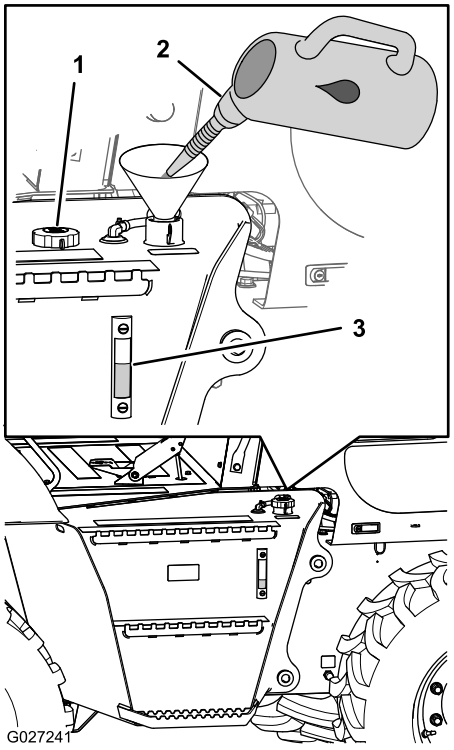

Rysunek 27
3. Sprawdź poziom płynu hydraulicznego na wzierniku znajdującym się z boku zbiornika hydraulicznego (Rysunek 27).
4. Jeśli poziom płynu hydraulicznego nie jest widoczny we wzierniku, odkręć korek wlewu (Rysunek 27), dodaj odpowiedniego płynu hydraulicznego aż do osiągnięcia połowy wysokości wziernika, a następnie zakręć korek wlewu.